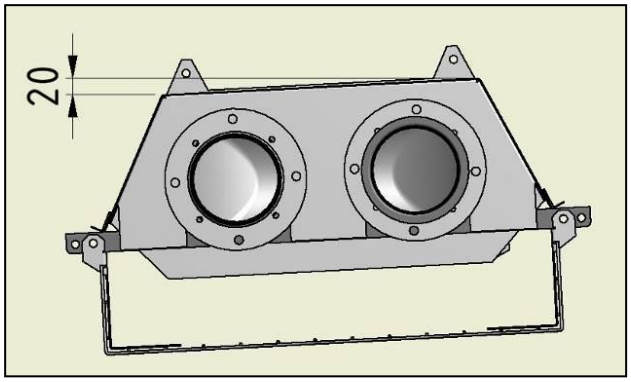

Abb. 52: seitliche Neigung Strahler bei Einsatz Ballschutzgitter
1. Montage Strahler komplett (siehe Pkt.9, Seite 29-34). **Beachten Sie dabei eine erforderliche seitliche Neigung des Strahlers von 20mm bei Einsatz eines Ballschutzgitters (Abb. 52).**